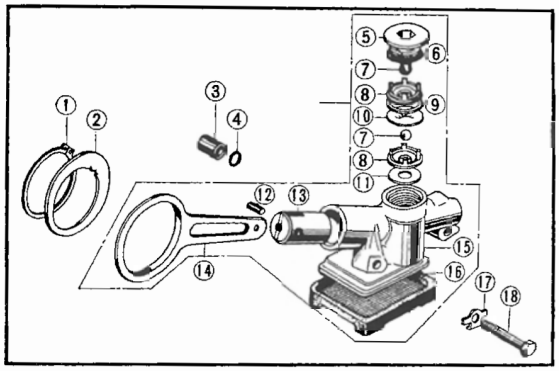

Fig. 3.83 Oil pump exploded view
c. Before installing the oil pump, check to make sure that the 8×15 O ring install around the pin at the pump is not missing or damaged. **(Fig. 3.83)**